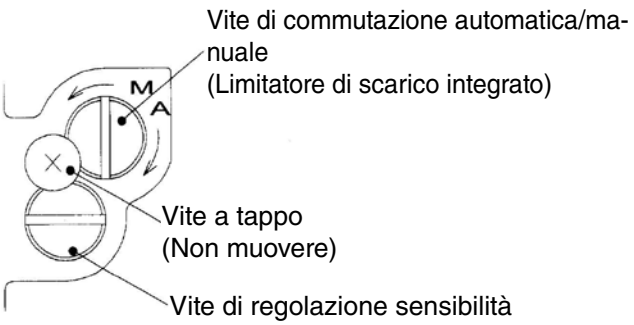

Fig. 15 Valvola pilota
(1) Per azionare manualmente la valvola a membrana, ruotare la vite di commutazione automatica/manuale della valvola pilota verso M. Le uscite della pressione di alimentazione e OUT1 vengono alimentate e la corsa può essere regolata usando la valvola di riduzione della pressione di alimentazione (Fare riferimento alla Fig. 15 Valvola pilota)
(2) Per operare in base alla corrente in ingresso, serrare la vite di commutazione automatica/manuale verso A. Quando il posizionatore viene spedito dalla nostra sede, la vite è serrata in posizione A. (Fare riferimento alla Fig. 15 Valvola pilota)